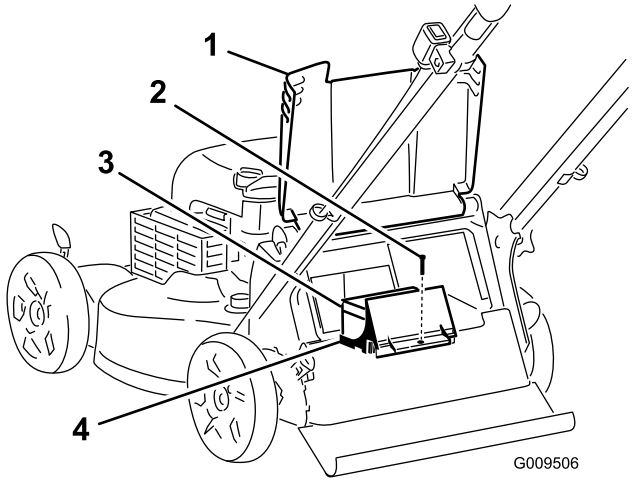

Figura 23
1. Eleve el deflector trasero y localice el compartimento de la batería (Figura 23).